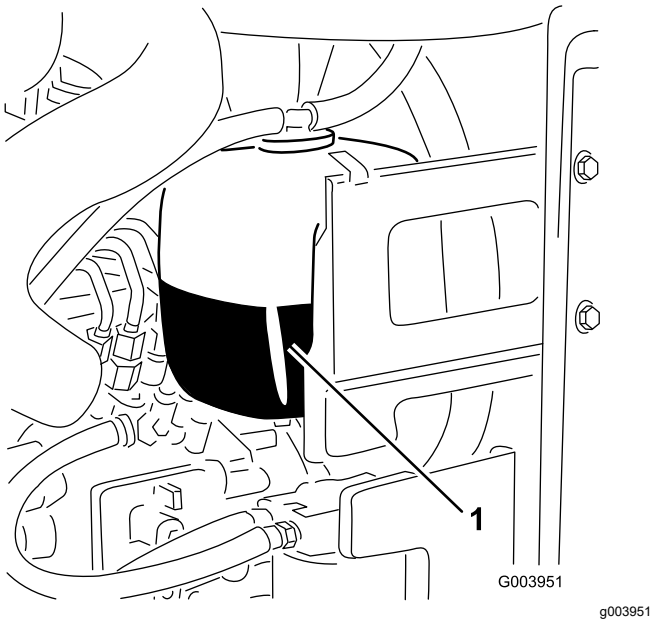

Rysunek 71
1. Sprawdź poziom płynu chłodzącego w zbiorniku rozprężnym (Rysunek 71).